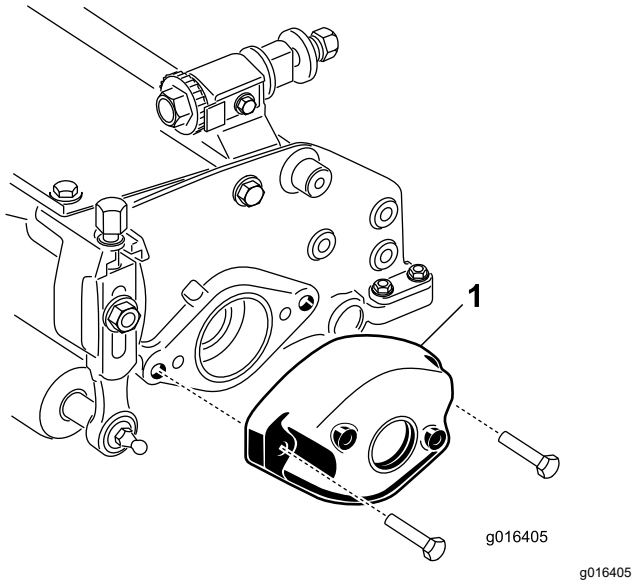

Bild 3
2. Entfernen Sie das Gegengewicht (Bild 3).